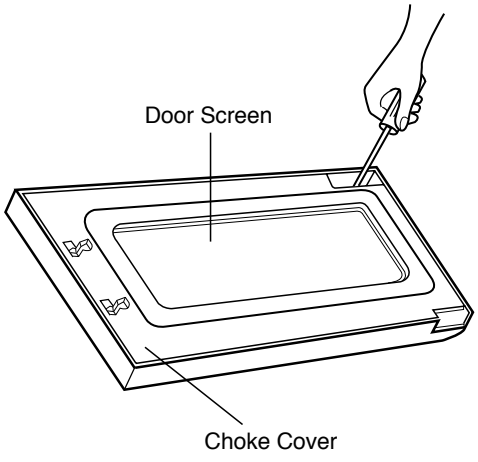

Figure 14
F. DISASSEMBLING DOOR (Figure 14)
(1) Remove the choke cover by using knife blade or small screw driver, etc.